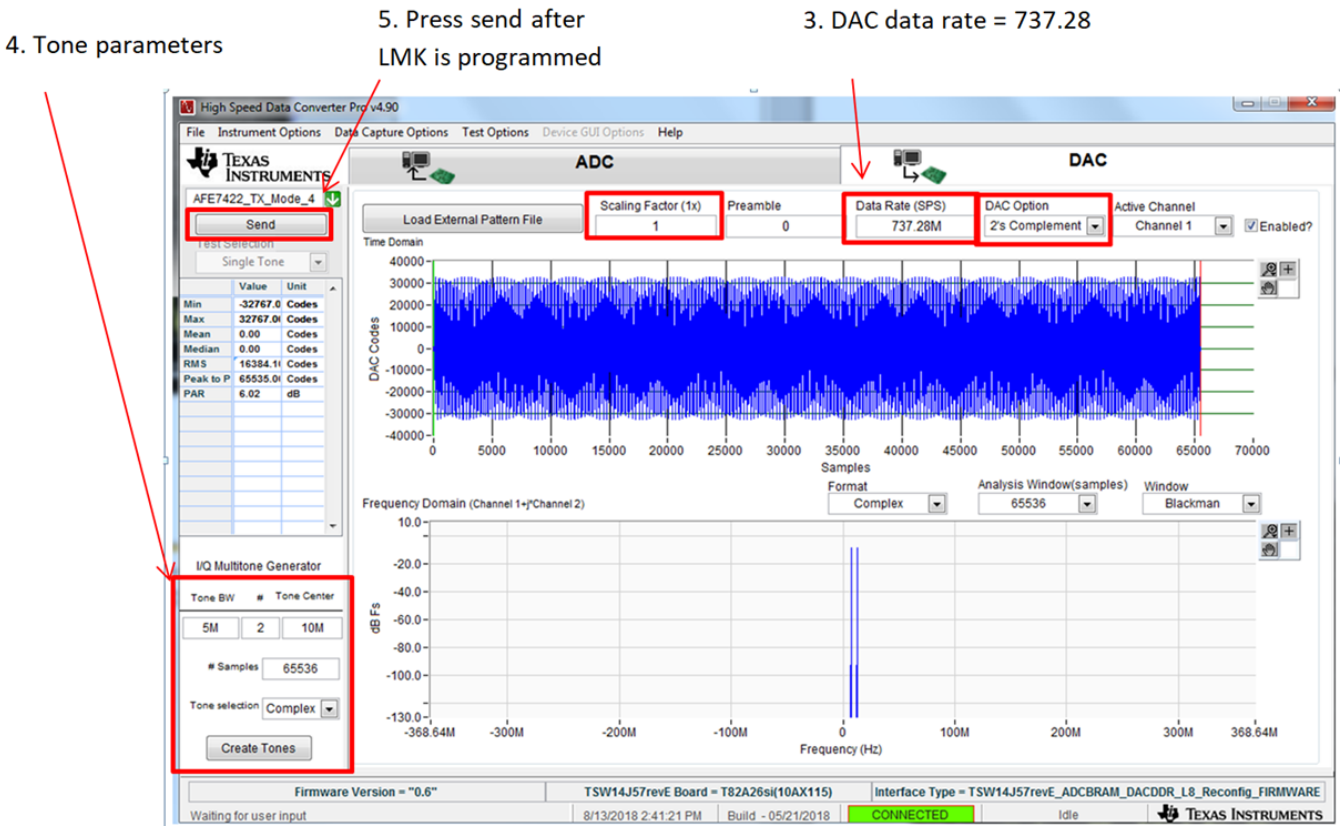

Figure 5. HSDC Pro DAC Tone Setup
2. Select the ini file from the drop-down menu, and then select the *AFE74xx_TX_Mode_4* file, as shown in Figure 5).
4. Enter the following parameters to generate two tones, as shown in Figure 5.
b. Navigate back to HSDC Pro and click *Send*, labeled as 5 in Figure 5.
8. Navigate back to HSDC Pro and click *Send*, labeled as 5 in Figure 5